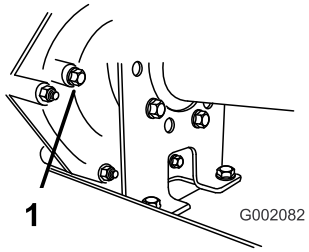

Figur 64
2. Ta bort bulten från nivåindikeringshålet (Figur 64).